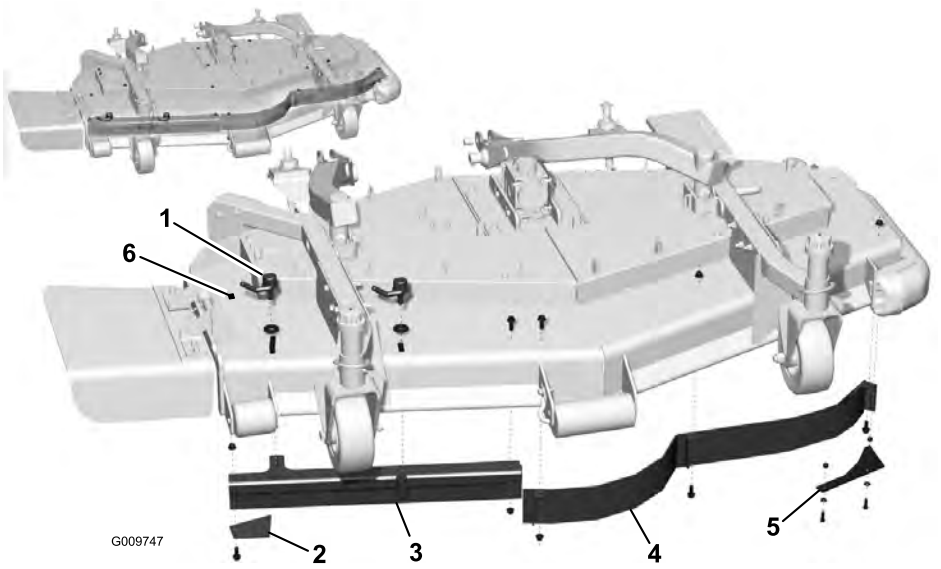

Bild 1
1. Nehmen Sie die Hebel oder Schrauben, Scheiben und Muttern vom verstellbaren Flussablenkblech ab (Bild 1).
Ablenkblech und die Turboplatte befestigt sind (Bild 1).
3. Setzen Sie die innere Schlossschraube und Mutter in das rechteckige Loch im Mähwerk ein, nachdem Sie das Auswurfablenkblech entfernt haben (Bild 1).